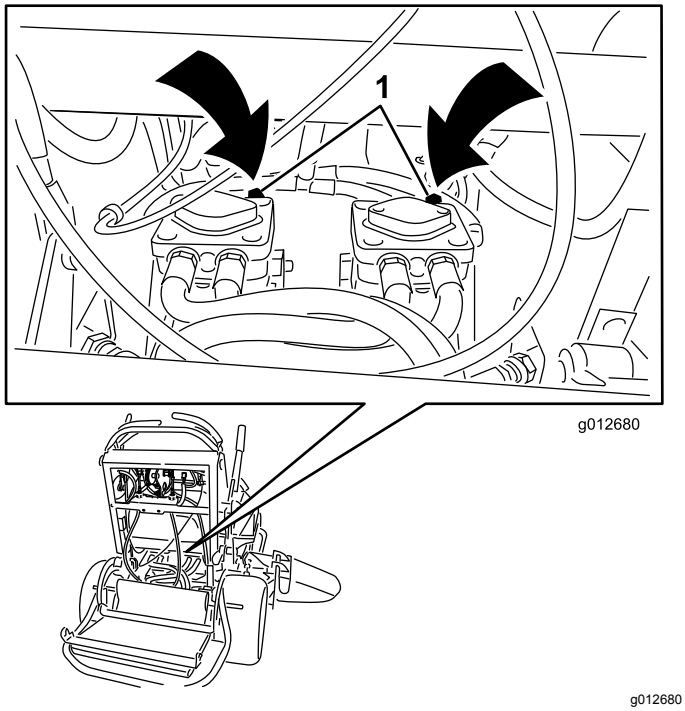

Rysunek 27
3. Otwórz zawory obejścia na obu pompach przekręcając je w lewo o 1 do 2 obrotów (Rysunek 27).